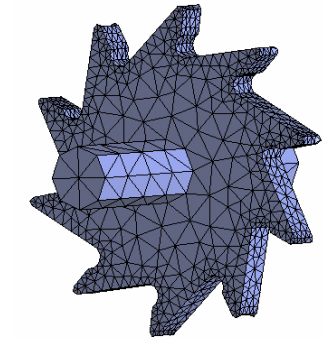

Figure 19. Meshing the part with default settings
5. Another window shows the meshing process. When the process is finished, use **Mesh→View mesh boundary** to see just the contours of the volumes that have been meshed, not their interiors. This visualization mode may be combined with one of the various rendering methods (see Figure 19).